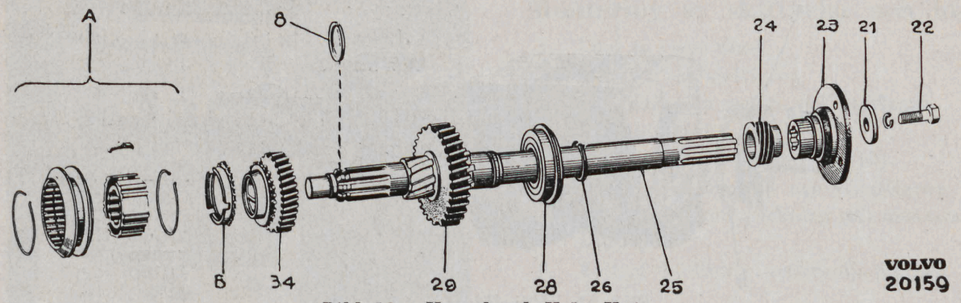

Bild 18. Huvudaxel, H 1—H 4.
2. På växellåda H 5—H 6 monteras kullagret (28) på huvudaxeln. För in huvudaxeln i huset och montera på i nu nämnd ordning 1:ans skjutbara hjul (29), 2:ans hjul (34), synkroniseringskonan (B) och synkroniseringsanordningen (A), se bild 18.